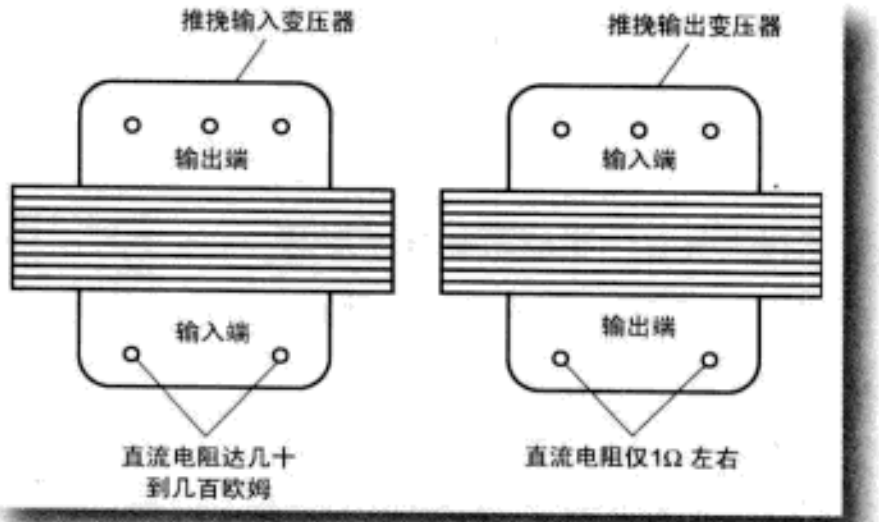

图8 音频推挽变压器的引出端规律
(5) 区分音频输入、输出变压器：常见推挽功率放大器所用输入、输出变压器外形一样，均为5个引出端，如图8所示。如果标志不清，可用万用表"R×1"挡测量音频变压器有两个引出端的绕组。